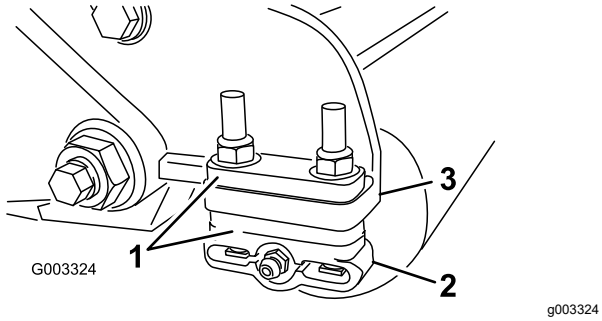

图 12
1. 根据剪草高度表将所需数量的隔片放在侧板安装法兰图 12下将后滚筒支架图 12调节到所需的剪草高度范围。